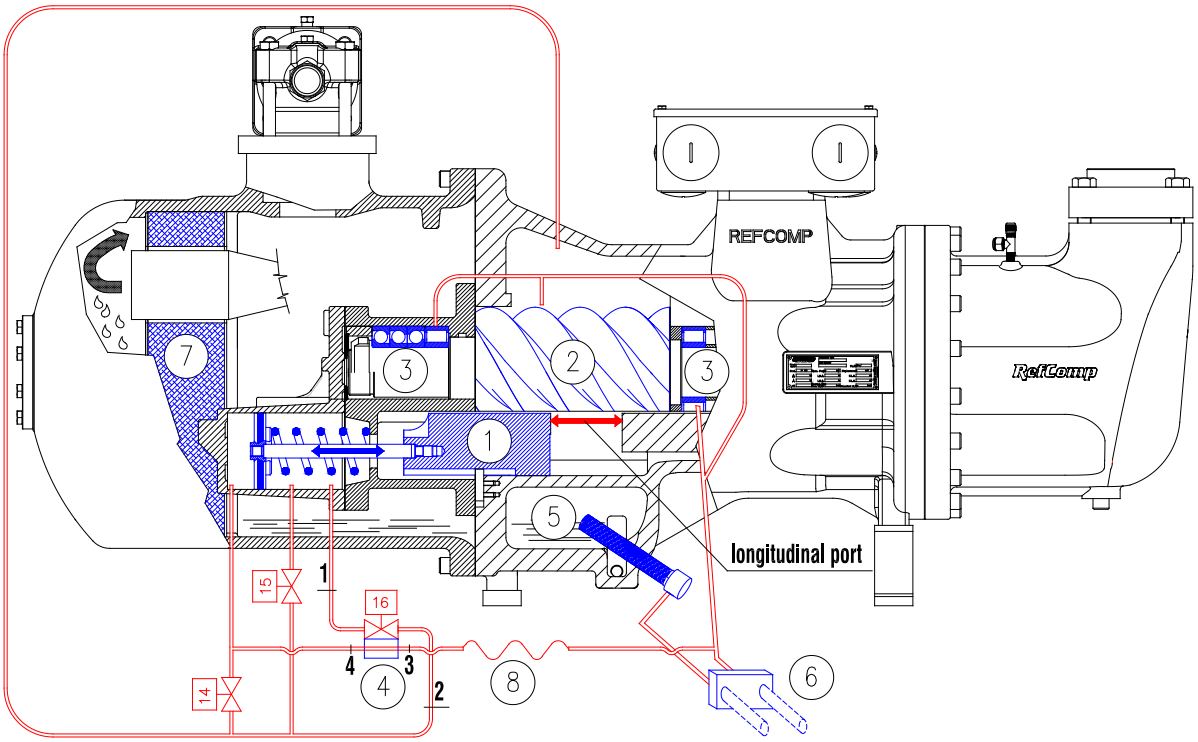

Рисунок 3-A: ступенчатое регулирование производительности для серии 134-S ;
Пластина (4) позволяет электромагнитному клапану (16) управлять потоком масла из отверстия, соответствующего шагу 75% на сторону всасывания (участок цепи отмечен номерами 1 и 2). Масло непрерывно поступает в гидравлический управляющий цилиндр клапана скольжения (участок цепи отмечен номерами 3 и 4), благодаря шунту, выполненному в плите (4), см. рисунок 3-А.